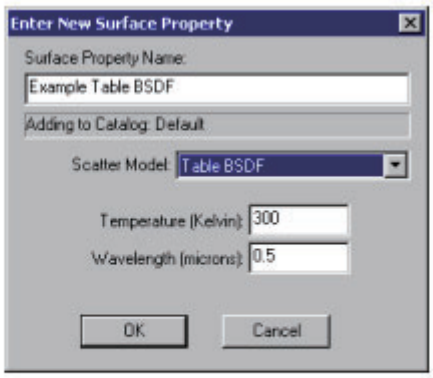

FIGURE 3.16 - Selecting Table BSDF from the Scatter Model list in the Enter New Surface Property dialog box.
3. 「プロパティの追加」をクリックします。図 3.16 に示すように「新しいサーフェスプロパティの入力」ダイアログボックスが表示されたら、散乱モデルリストから「テーブルタイプ BSDF」を選択し、新しいプロパティの名前と初期角度および初期波長の値を入力して、「OK」をクリックします。